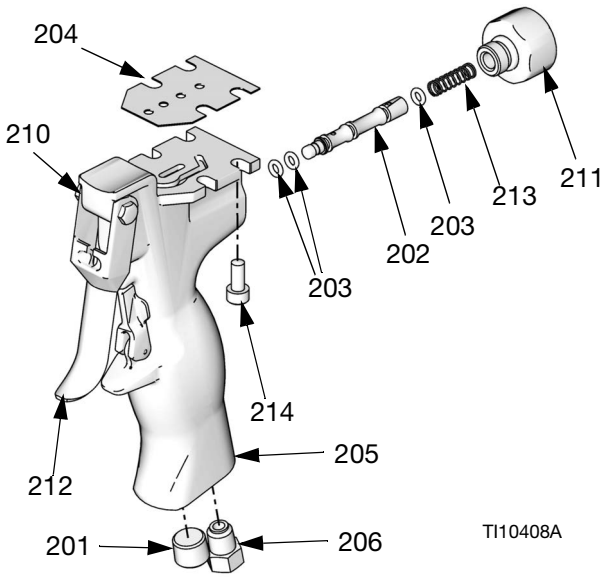

ABB. 9
1. Schmieren Sie die O-Ringe (203) großzügig und bauen Sie sie wieder ein. Bauen Sie die Spule (202) und die Feder (213) ein. Den Stopfen (211) mit 14-15 N•m (125-135 in-lb) festziehen. Siehe ABB. 9.
2. Richten Sie die Dichtung (204) und das Dosierventil oben am Griff (205) aus. Ziehen Sie die vier Schrauben (214) gleichmäßig mit 1,7-2,2 N•m (15-20 in-lb) fest.